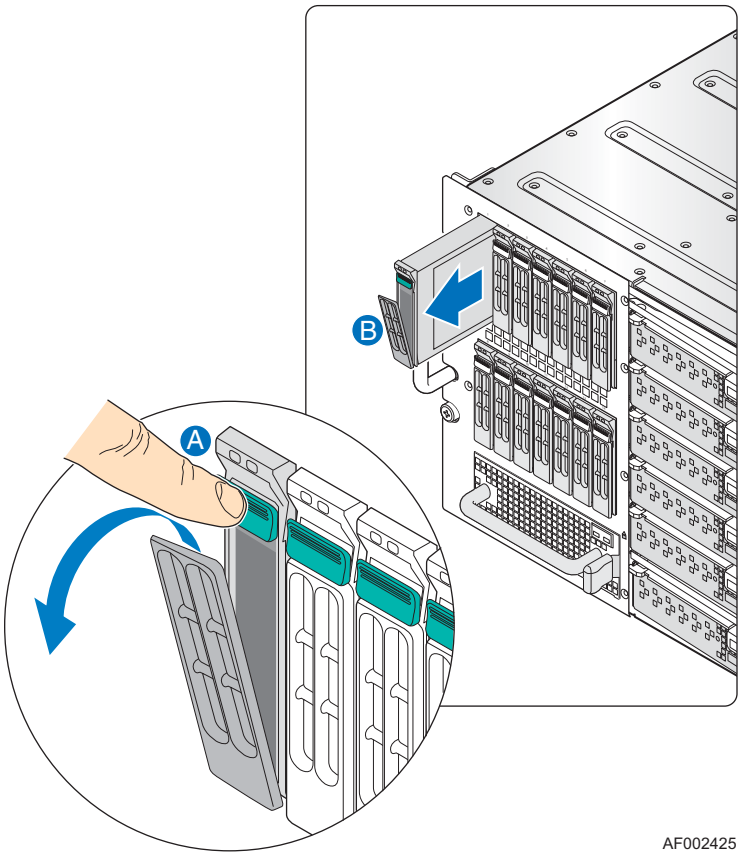

Figure 28. Removing a 2.5-inch Drive Carrier from the Drive Bay Module
3. Press the retaining lever on the selected drive carrier to release the drive carrier from the drive bay module (see letter “A” in Figure 28). Remove the drive carrier from the drive bay module (see letter “B” in Figure 28).